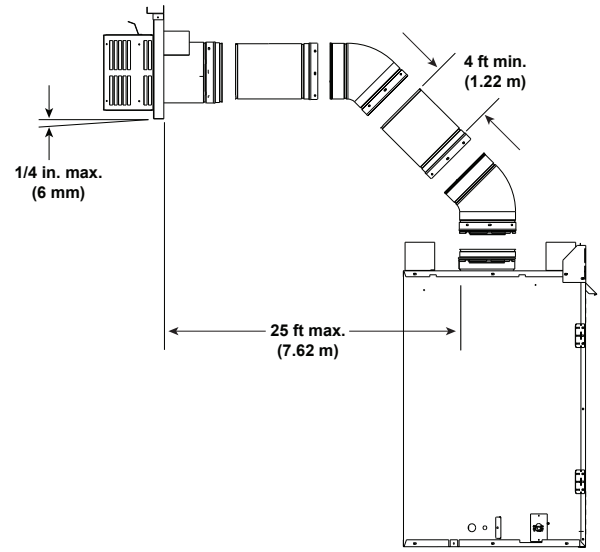

Figure 4.9
- Elbows may be placed back to back anywhere in the system as long as the first 90º elbow is a starter elbow except as shown in Figure 4.9.
- Horizontal termination cap should have a 1/4 inch downward slant to allow any moisture in cap to be released. See Figure 4.9.